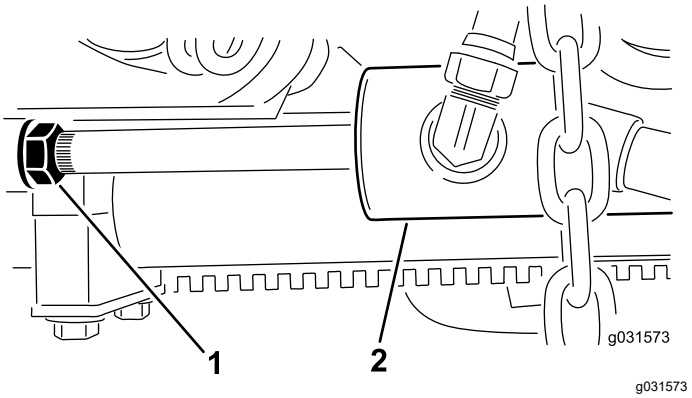

Figur 13
B. Flytta kontramuttern på cylindern bakåt (Figur 13).